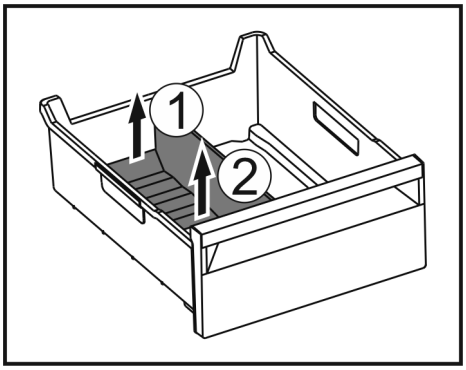

Fig. 221
▶ Soulever la partie arrière du séparateur de congélateur. *Fig. 221 (1)*
▶ Retirer le séparateur de congélateur par le haut. *Fig. 221 (2)*